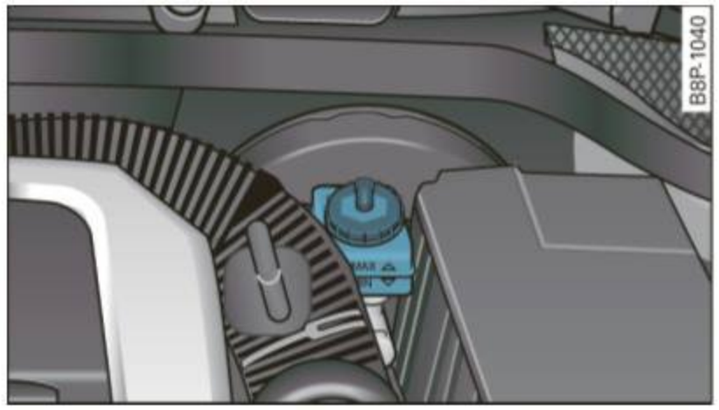

Fig. 170 Engine compartment: brake fluid reservoir
– Read the brake fluid level from the brake fluid reservoir. The brake fluid level must be between the "MIN" and "MAX" markings ⇒ fig. 170.